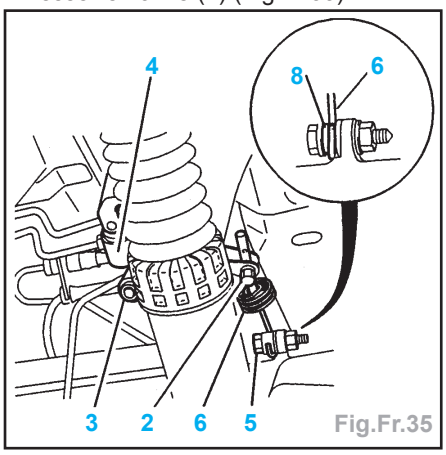
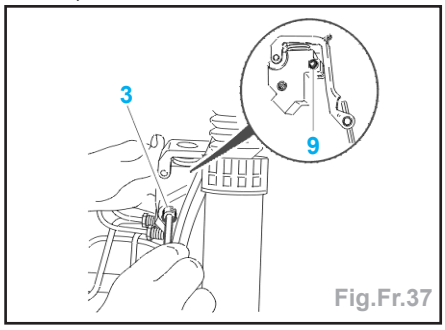

Fig.Fr.35
Fig.Fr.37
- Desserrer la vis (2) (Fig.Fr.35).
- S'assurer que le ressort (6) est bien positionné sur l'entretoise (8) (Fig.Fr.35).
- Enduire la vis (5) de Loctite **FRENETANCH**.
- Serrer la vis (5) à 2 m.daN.
• le ressort (6) dans le levier du compensateur,
- Afin de rattraper le jeu au niveau de la goupille de centrage (9) exercer un effort dans le sens de la flèche (Fig. Fr.37).